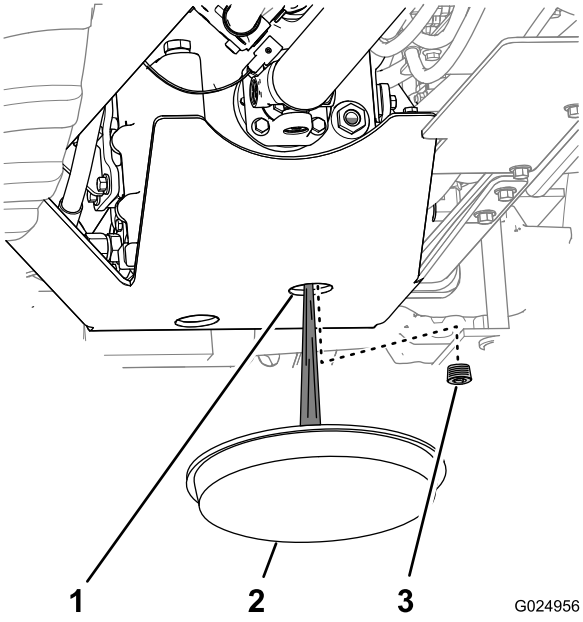

Figura 94
2. Posicione uma bandeja de drenagem sob o orifício dianteiro na proteção da transmissão (Figura 94).
3. Através da proteção da transmissão, limpe a área em torno do bujão de drenagem da transmissão (Figura 94).